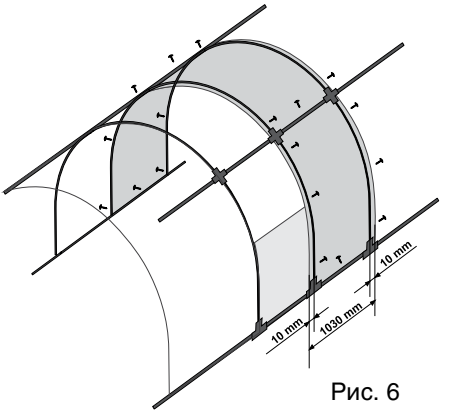

Рис. 6
9. Поликарбонат размером 1030 х 6000 мм закрепить (см. рис. 6).